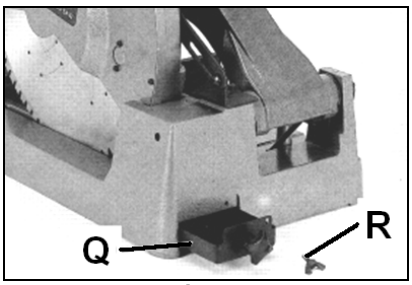

Fig 9
Desserrer la vis (R, Fig 9) et retirer le bac à copeaux (Q) pour le nettoyer.